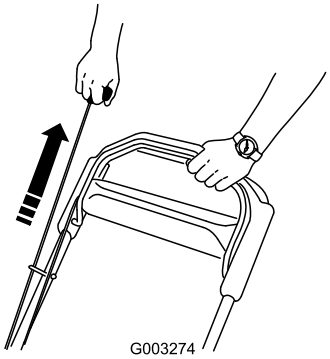

Figur 18
3. Træk i tilbageslagsstarteren (Figur 18).